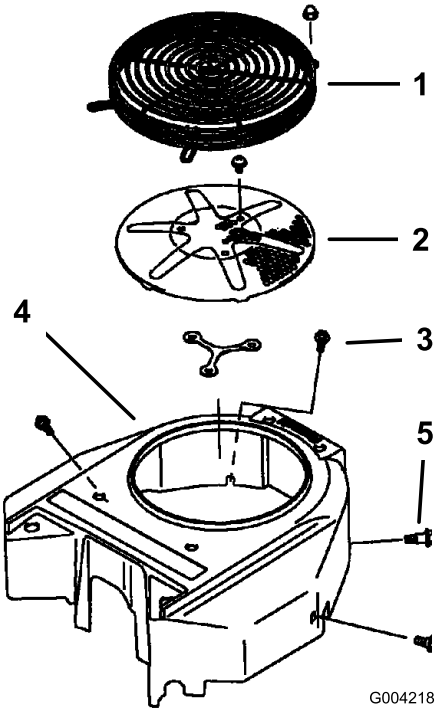

Figuur 65
Verwijder voor elk gebruik eventuele grasresten, vuil of andere verontreiniging van het motorscherm. Dit zal mede zorgen voor een adequate koeling en een correct motortoerental en zal de kans verkleinen dat de motor oververhit raakt en technische schade oploopt (Figuur 65).
3. Verwijder de luchtinlaatroosters, de terugloopstarter en de ventilatorbehuizing (Figuur 65).
5. Verwijder de luchtinlaatroosters, de terugloopstarter en de ventilatorbehuizing (Figuur 65).